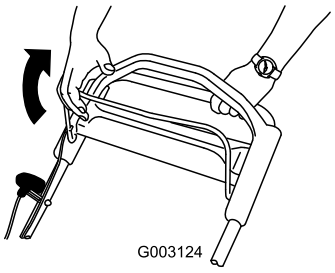

Figur 15
1. Træk bøjlen til knivens kraftudtag mod håndtaget (Figur 15).